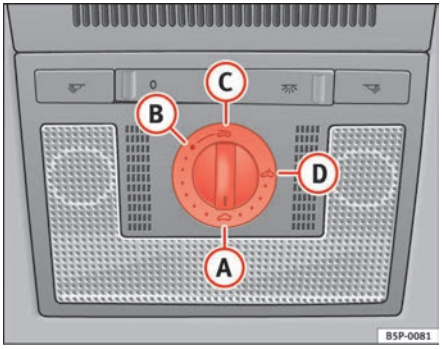

Fig. 69 Roof lining description: rotary sun roof control / deflector
– Turn the rotary button to position (A) ⇒ fig. 69 ⇒ ⚠.